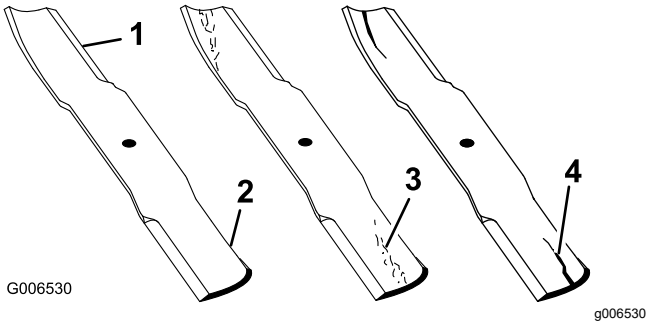

Figuur 71
1. Controleer de snijranden (Figuur 71).
4. Als u scheuren, slijtage of groefvorming in dit deel constateert, moet u direct een nieuw mes monteren (Figuur 71).